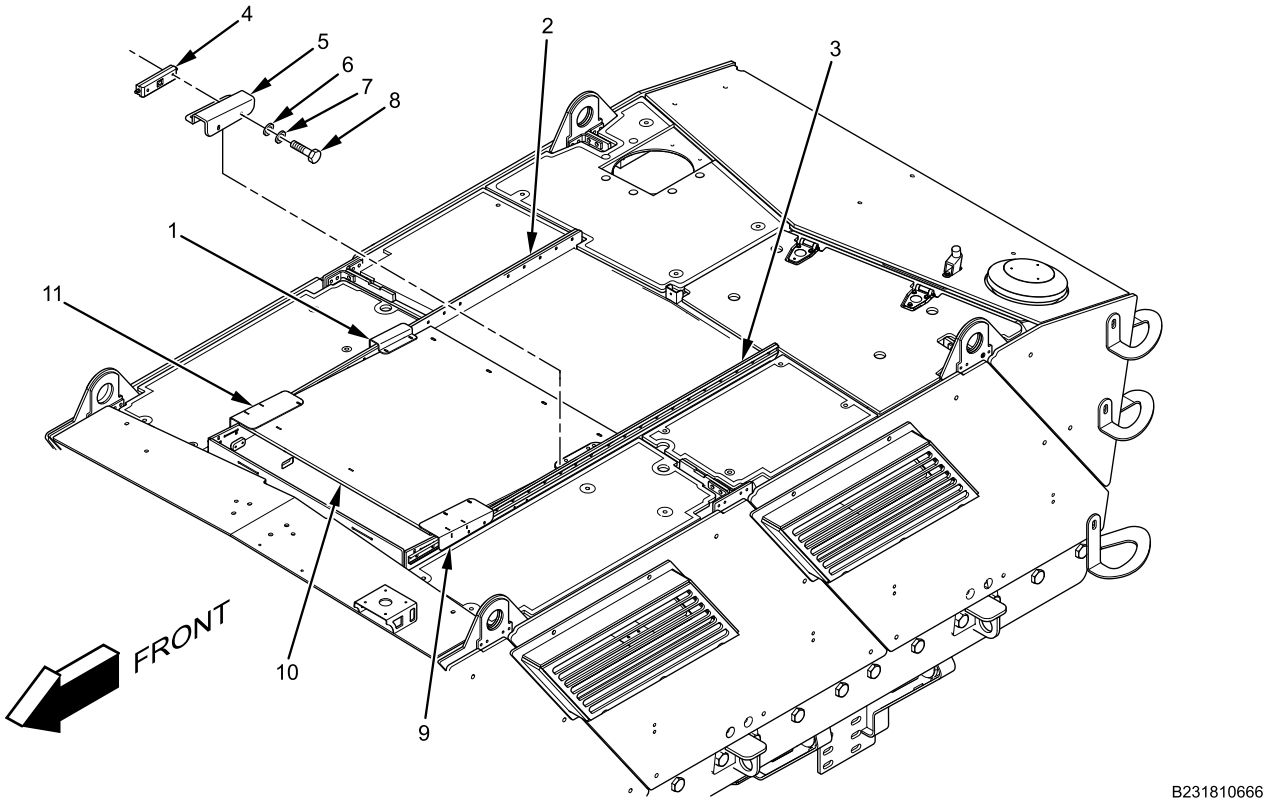

Figure 8. Gunner Hatch Sliders.
5. Install front gunner hatch sliders (Figure 8, Item 4) in each end of gunner hatch rails (Figure 8, Item 2 and 3).
6. Move front gunner hatch sliders (Figure 8, Item 4) forward and align with mounting holes in front holder brackets (Figure 8, Item 9 and 11).
7. Install four bolts (Figure 8, Item 8), flat washers (Figure 8, Item 7), new lockwashers (Figure 8, Item 6), and front holder sliders (Figure 8, Item 4) on front holder brackets (Figure 8, Item 9 and 11). Tighten front holder bracket bolts.
8. Install rear gunner hatch sliders (Figure 8, Item 4) in each end of gunner hatch rails (Figure 8, Item 2 and 3).
9. Move rear gunner hatch sliders (Figure 8, Item 4) forward and align with mounting holes in rear brackets (Figure 8, Item 1 and 5).
10. Install four bolts (Figure 8, Item 8), flat washers (Figure 8, Item 7), new lockwashers (Figure 8, Item 6), and rear sliders (Figure 8, Item 4) on side of rear brackets (Figure 8, Item 1 and 5). Tighten rear bracket bolts.
11. Check sliding hatch (Figure 8, Item 10) operation and adjust brackets as needed.
12. Apply grease to each gunner hatch slider (Figure 8, Item 4) grease fitting with grease gun.